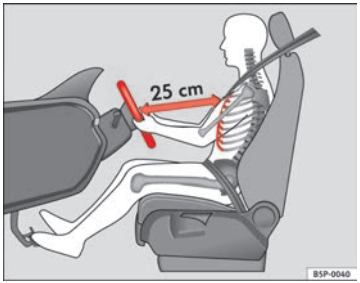
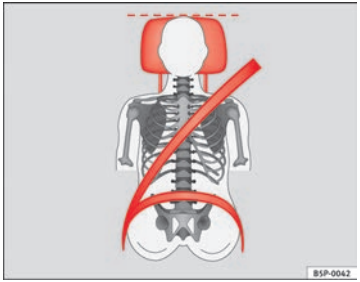

Fig. 28 The proper distance between driver and steering wheel
Fig. 29 Correct belt web and head restraint positions
- Adjust the seat so that there is a distance of at least 25 cm between the steering wheel and your chest ⇒ Fig. 28 and so that you can hold the steering wheel with both hands on the outside of the ring at the 9 o'clock and 3 o'clock positions with your arms slightly bent.
- Adjust the driver seat forwards or backwards so that you are able to press the accelerator, brake and clutch pedals to the floor with your knees slightly angled and the distance between your knees and the dash panel is at least 10 cm ⇒ Fig. 28.
- Adjust the head restraint so that its upper edge is at the same level as the top of your head, or as close as possible to the same level as the top of your head and under no circumstances below eye level. Keep the back of your neck as close as possible to the head restraint ⇒ Fig. 28 and ⇒ Fig. 29.
Adjust the correct distance between the driver and the steering wheel ⇒ Fig. 28 using the controls on the driver seat ⇒ page 50.